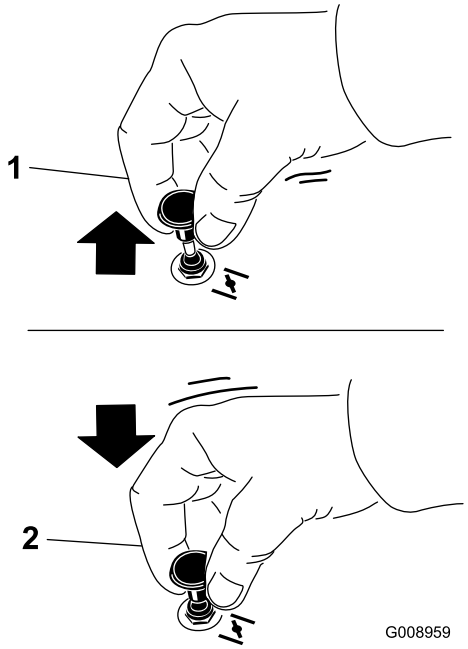

Figur 16
2. Dra opp chokeknappen for å koble til choken før du bruker tenningsbryteren (Figur 16).
3. Dra ned choken for å koble den fra når motoren har startet (Figur 16).